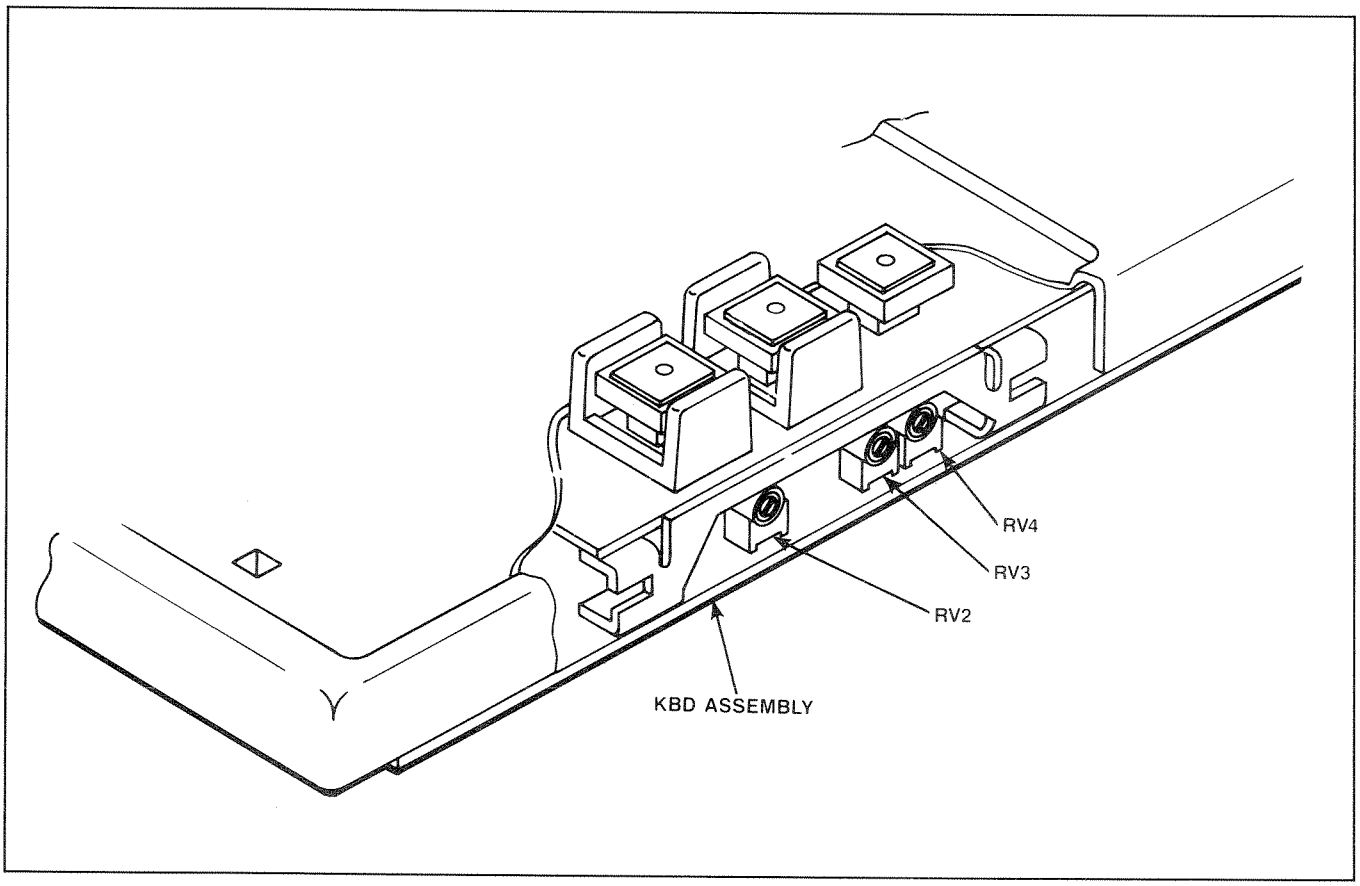

Figure 6-27. KBD Adjustments
STEP 5 Remove the top side cosmetic cover. The EOT adjustment screws are visible from the side of the KBD. (See Figure 6-27.)
STEP 5 Adjust RV2 so that the tape does not move when the MVC is touched with the free allowance of the mechanical return spring. Refer to Figure 6-27 for the location of RV2 on the KBD.